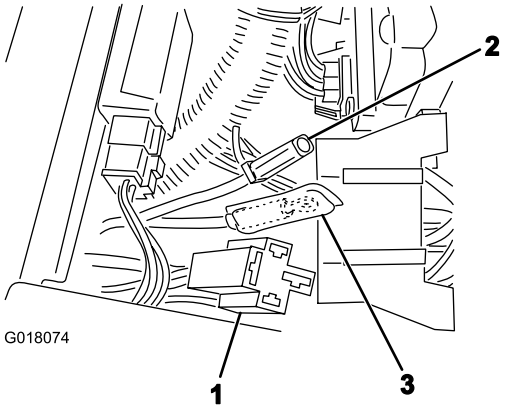
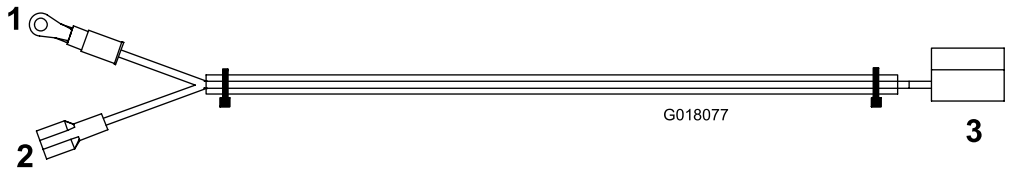

Figure 12
Figure 13
1. Install the accessory relay connector from the traction-unit wire harness into the power relay (Figure 12).
2. Connect the large, red wire (Figure 12) from the auxiliary fuse block to the mating connector from the traction-unit harness.
4. Connect the yellow wire to an open lead on the fuse block (Figure 13).
5. Attach the black wires from the traction-unit wire harness and the kit wire harness to the ground block (Figure 12 and Figure 13).